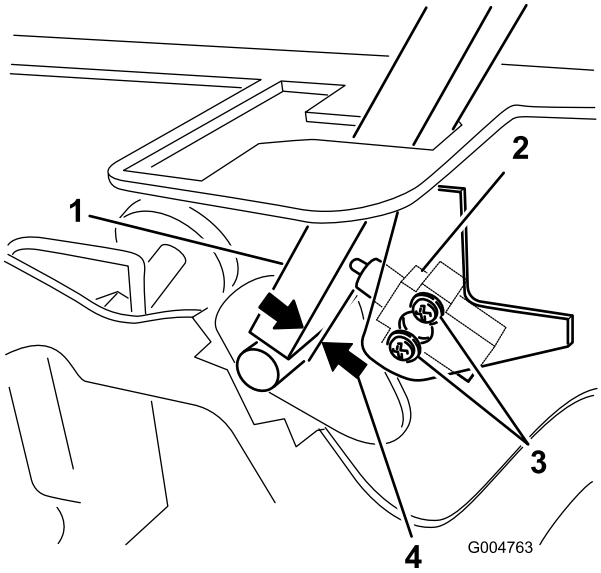

Figuur 54
3. Draai de 2 schroeven los waarmee de interlockschakelaar is vastgezet (Figuur 54).
4. Houd de rijhendel tegen het frame en beweeg de schakelaar in de richting van de hendel totdat de afstand tussen de hendel en de schakelaarbehuizing 0,4 tot 1 mm is (Figuur 54).